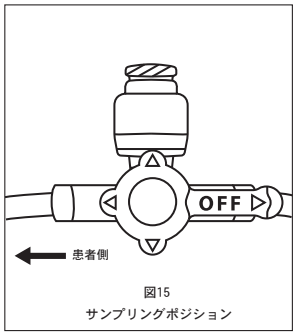

図15
(1)LASSのハンドルをサンプリングポジションにします（図15）。